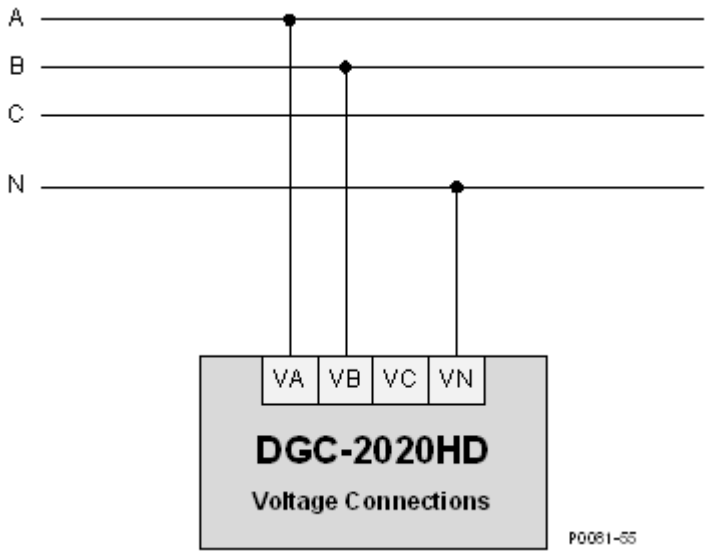

Abbildung 4-4. Einphasen A-B Anschlüsse
- Eine Phase A-B ..... Abbildung 4-4
Abbildung 4-4 zeigt typische Einphasen A-B Anschlüsse für alle DGC-2020HD Anschlüsse zur Busspannungsmessung: Generator, Bus 1 und Bus 2. Verwenden Sie die unten aufgelisteten Klemmennummern zum Anschließen des gewünschten Bustyps. Konsultieren Sie das Kapitel *Klemmen und Steckverbinder* für die Nummerierung der Klemmen auf der hinteren Schalttafel.